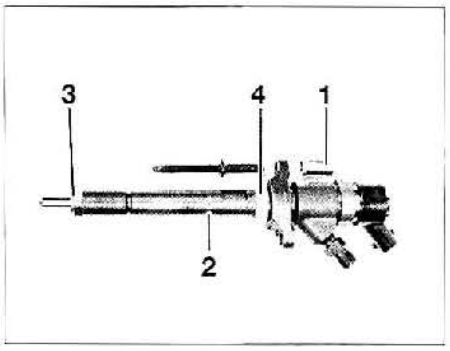

FIG. 30
• Desmontar **(fig. 30)**:
- las tuercas (1).
- los inyectores (2).
- los retenes (3) y las juntas (4).